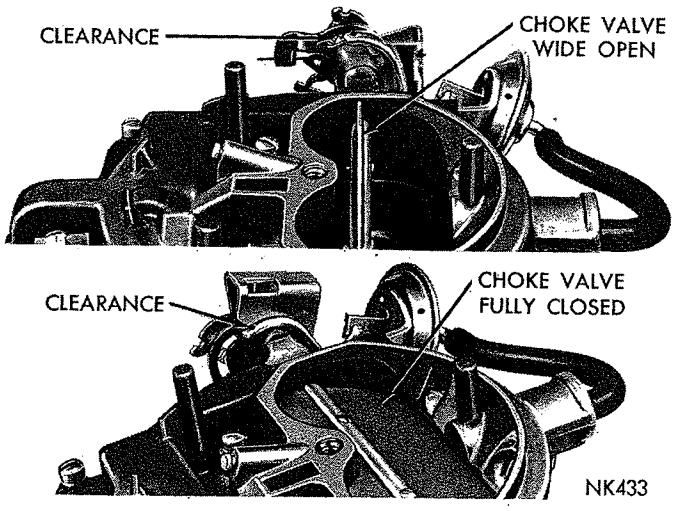

*Fig. 19—Choke Operating Link Clearances*
(8) With no vacuum applied to diaphragm, some clearance should exist between choke operating link and choke lever slot, in both open and closed choke valve positions, as shown in (Fig. 19). **This clearance is necessary to allow the choke valve to close for starting as well as fully open after the engine reaches the normal operating temperature.**